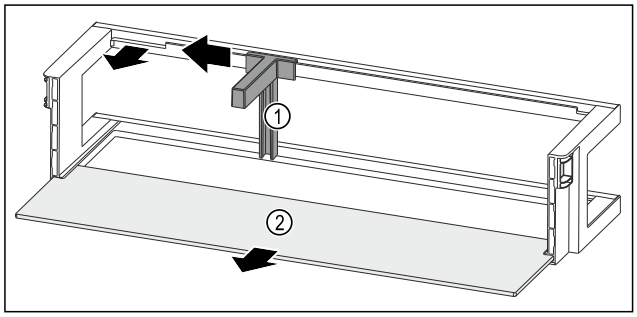

Fig. 57 Dveřní přihrádka s držákem lahví a odkládací plochou
▶ Držák lahví *Fig. 57 (1)* posuňte na stranu až k vybrání.
▶ Držák lahví *Fig. 57 (1)* odeberte.
▶ Odkládací plochu *Fig. 57 (2)* odeberte.